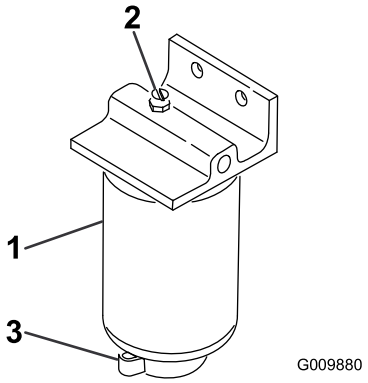

**Figur 66**
2. Løsn aftapningsventilen i bunden af filterskålen (Figur 66).
1. Rengør området, hvor filterskålen monteres (Figur 66).